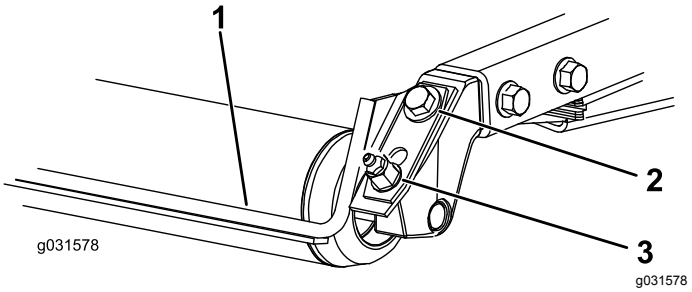

Figura 18
1. Allentate il raccordo d'ingrassaggio e la vite di montaggio (Figura 18).